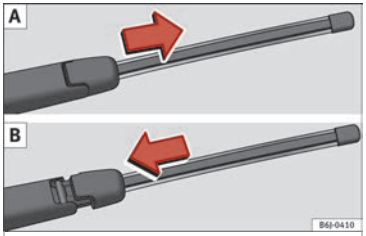

Rys. 91 Zdejmowanie i zakładanie pióra wycieraczki szyby tylnej.
- Przesunąć złącze pióra w kierunku strzałki i wyjąć pióro ››› **rys. 91 A**.
- Umieścić pióro w sposób pokazany na rys. ››› **rys. 91 B** i wsunąć złącze aż do zatrzaśnięcia.